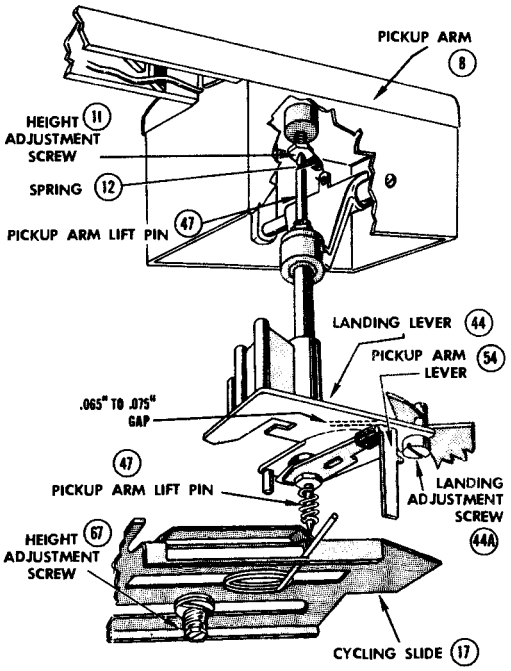

Figure 6—Adjustments
Continuous trip may be caused by failure of the clutch lever (56) to re-set. Check for oil or loose assembly. If stylus skips grooves or fails to become free at the time of "touchdown" check action of index lever (112) and check for proper clearance between landing lever (44) and pick-up arm lever (54). See Figure 6.